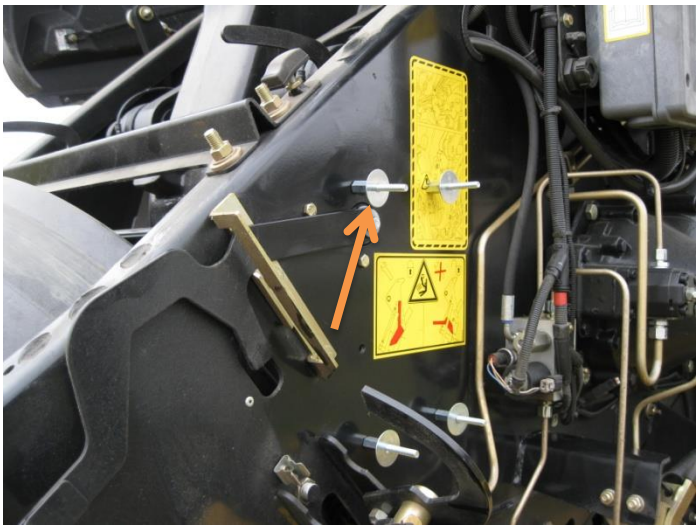

Figure 2
4. Use four 5/16” x 3” hex bolts with four flat washers (positioning bolt heads on the inside of the baler frame) and secure to the baler with four 1 1/8” threaded standoffs that will be on the outside of the baler frame, Position four fender washers between the DCP and standoffs (Figure 2).